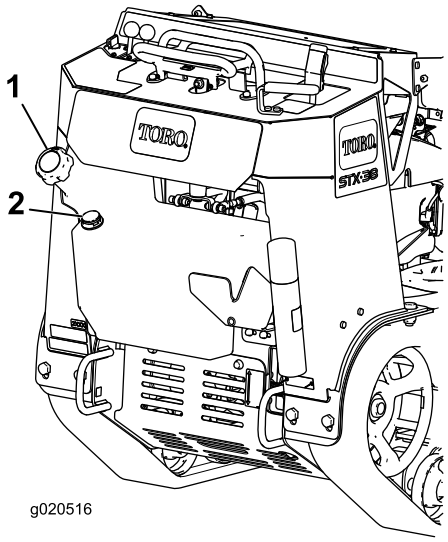

Figuur 18
3. Reinig de omgeving van de tankdop en verwijder deze (Figuur 18).